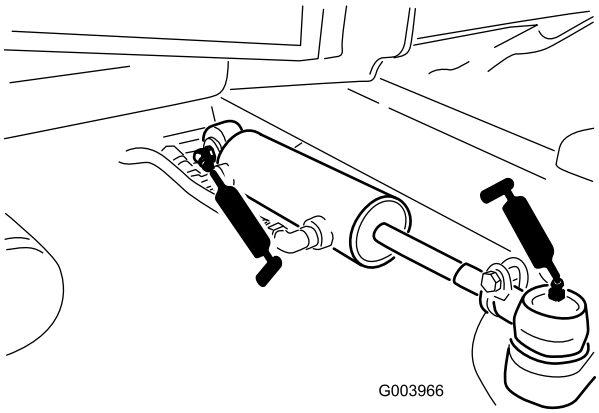

Figur 50
- Styresylinderens kuleledd (2) (Figur 50)